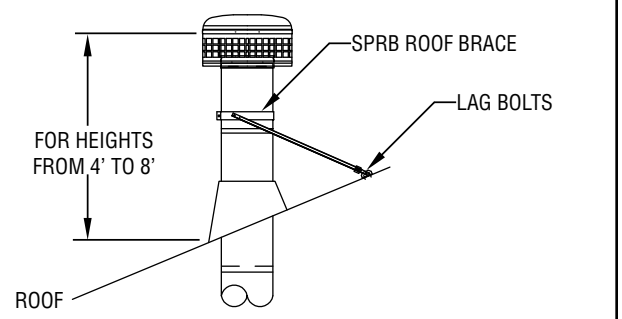
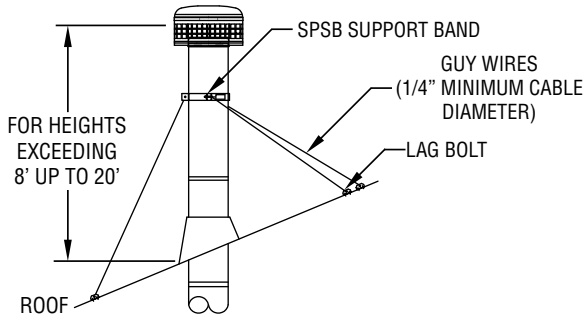

Figure 36
Figure 37
Select the proper support for your application-using either a roof brace *(**Figure 36**)*, or a support band with guy wires *(**Figure 37**)*
3. Position the support legs as shown in ***Figure 36***. The length of the support legs can be adjusted by loosening the bolt on the leg clamp.